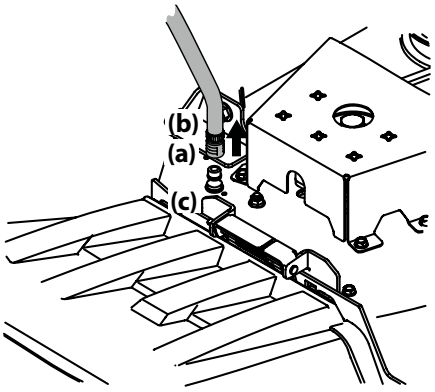

Figura 4-5
3. Tire hacia atrás el collarín de ajuste (a) del adaptador del pico (b) y empuje el adaptador del pico (b) hacia uno de los picos de lavado de la plataforma (c) de cualquiera de los dos extremos de la plataforma de corte. Suelte el collarín de ajuste (a) para trabar el adaptador en el pico (b) en el pico de lavado de la plataforma (c). Consulte Figura 4-5.